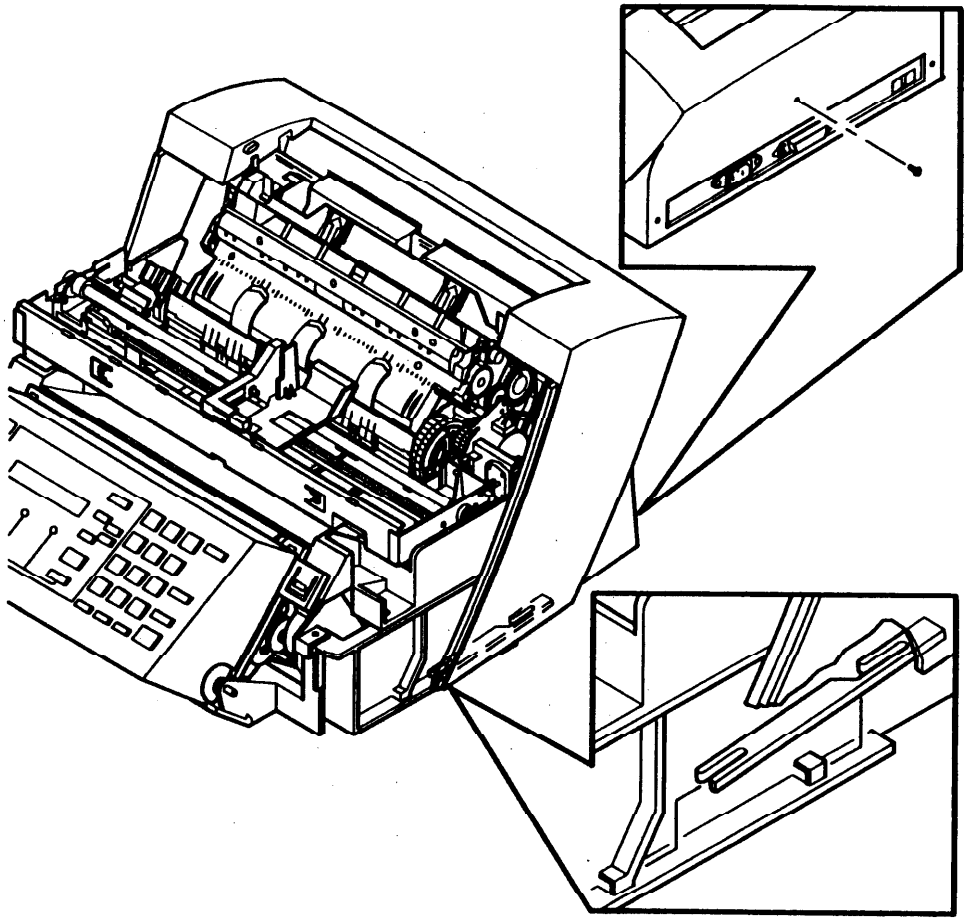

Рисунок 1 Высвобождение ушек из петель
4. Снимите заднюю крышку, высвободив 4 ушка из петель в нижнем основании аппарата (рис. 1).